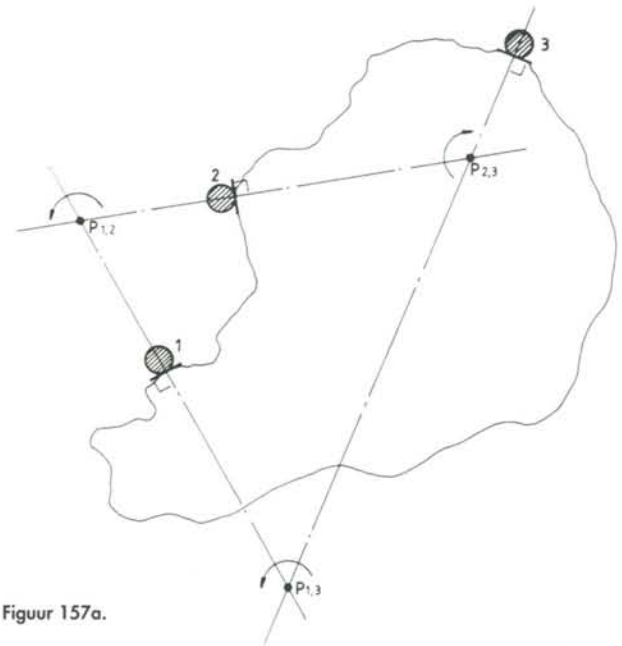
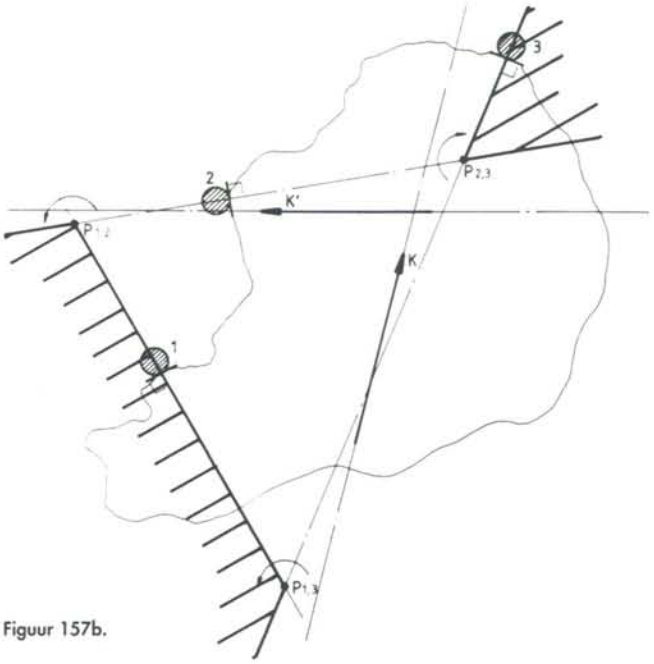

Figuur 157a.
Figuur 157b.
1. Teken het lichaam en de drie aanslagen – figuur 157a.
4. Bepaal de rotatierichting om de pool nodig om het contact te herstellen – figuur 157a. Als de drie rotatierichtingen gelijk zijn dan is er een extern koppel nodig. Zijn de drie rotatierichtingen niet gelijk dan kan men positionering bereiken met een sluitkracht, aangrijpend binnen de betrokken geometrie. Bij een wrijvingscofficiënt $\mu=0$ voldoet dan namelijk iedere kracht die ten opzichte van elk van de drie polen een moment uitoefent in de richting passend bij de positionerende draairichting. Door deze voorwaarde wordt de richting van de positionerende kracht en het gebied waardoor de werklijn mag lopen in sterke mate beperkt. Indien de kracht blijft tussen de gearceerde grenzen van de "krachtentrechter" uit figuur 157b wordt aan deze voorwaarde voldaan.